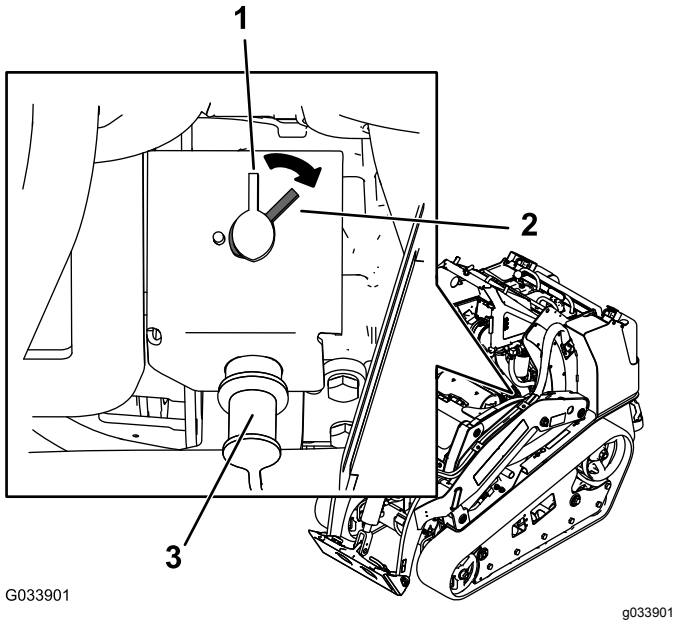

Figuur 52
- Om de machine elektrisch op te laden, draait u de accu-ontkoppelingsschakelaar rechtsom naar de stand AAN (Figuur 52).